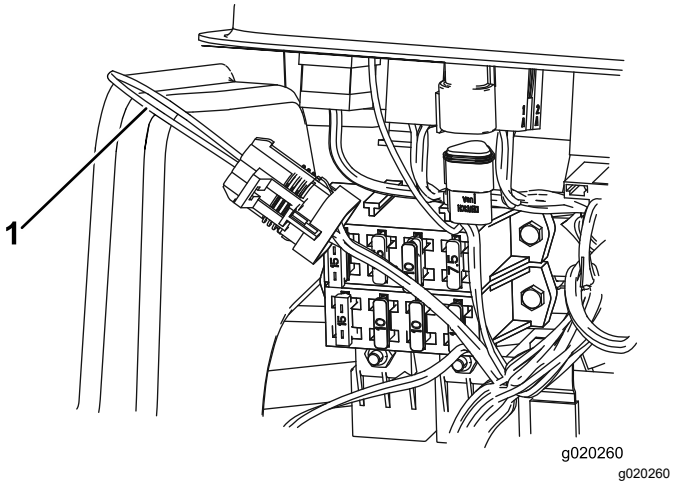

**Figur 38**
3. Lokalisera kablaget och loopbackanslutningen (Figur 38).